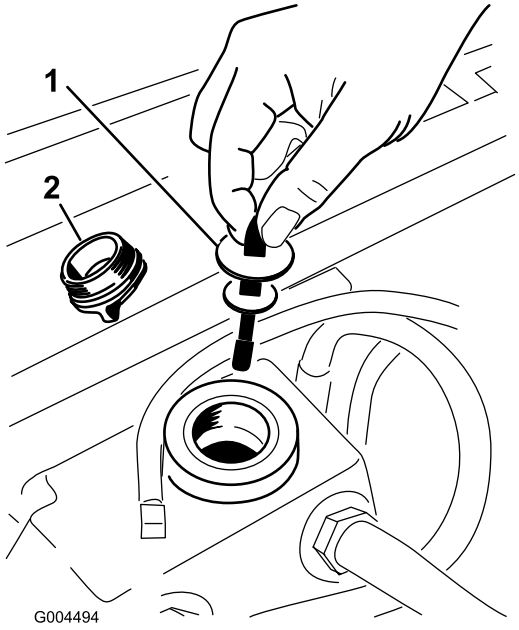

Figur 66
5. Afmonter hydraulikpåfyldningsdækslet (Figur 66) fra påfyldningsstudsen.
6. Fjern målepinden, og aftør den med en ren klud (Figur 66).
7. Indfør målepinden i påfyldningsstudsen, tag den op igen, og kontroller væskestanden (Figur 66).